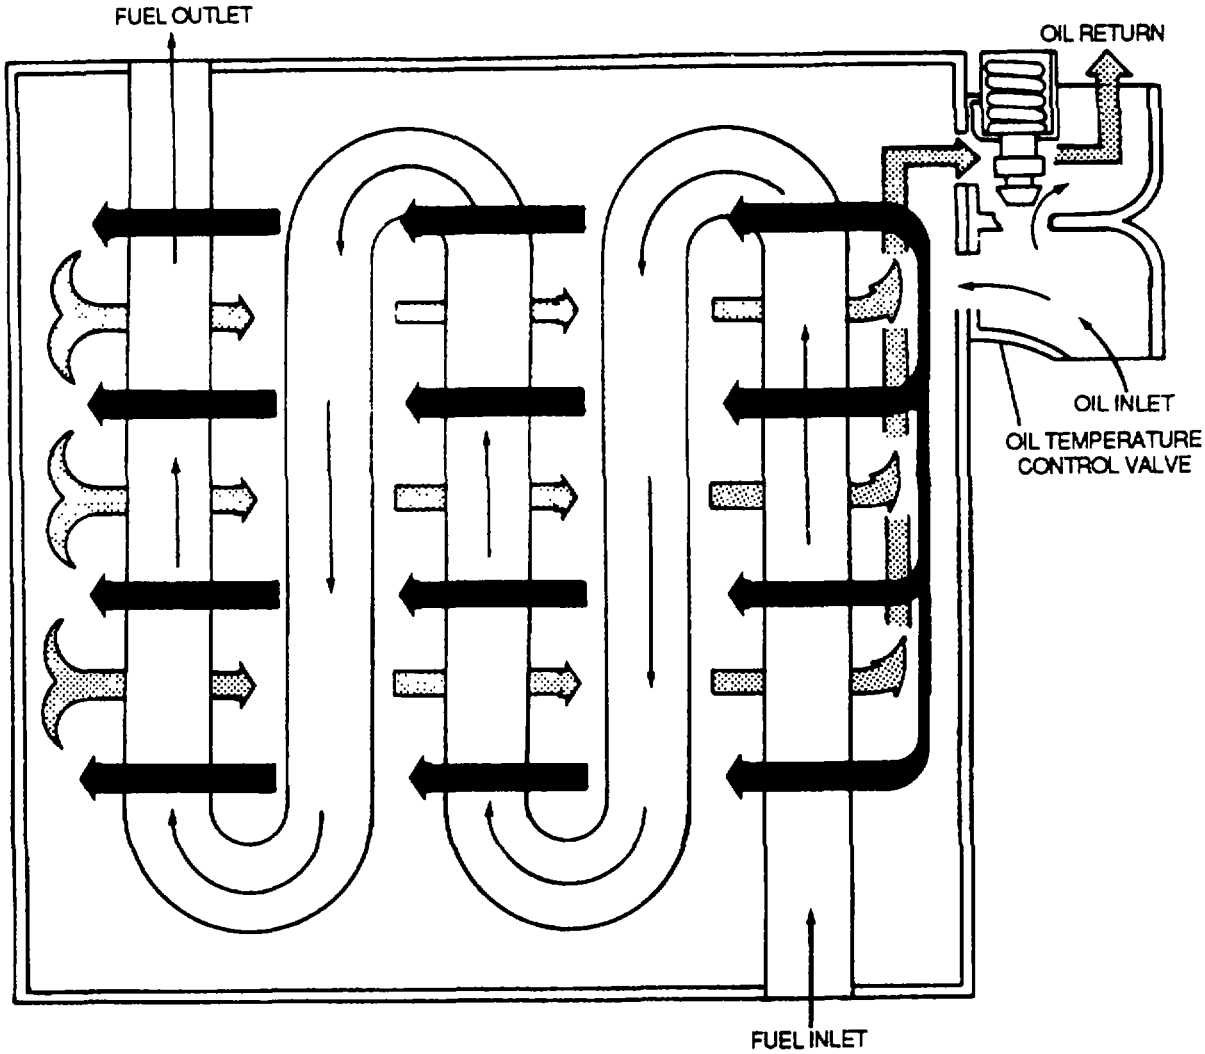

Figure 3-11. Turbine Engine Fuel/Oil Heat Exchanger Cooler
(2) *Turbine engine oil coolers*. Oil coolers are used in the lubricating systems of some turbine engines to reduce the temperature of the oil to a degree suitable for recirculation through the system. Two basic types of oil coolers in general use are the air-cooled oil cooler and the fuel-cooled oil cooler, as shown in figure 3-11. The fuel-cooled oil cooler acts as a fuel/oil heat exchanger in that the fuel cools the oil and the oil heats the fuel. The air-cooled oil cooler normally is installed at the forward end of the engine. It is similar in construction and operation to the air-cooled cooler used on reciprocating engines.